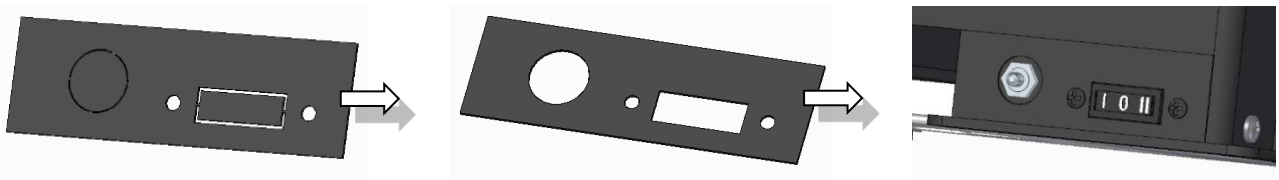

Figura 49 – Fixação do micro-switch e botão On-Off
c. Por fim, deverá colocar o micro-switch e o botão On-Off no devido local, como mostra a Figura 49, deverá primeiro partir as micro-juntas da chapa que está no equipamento, no canto inferior direito para fixar os componentes.